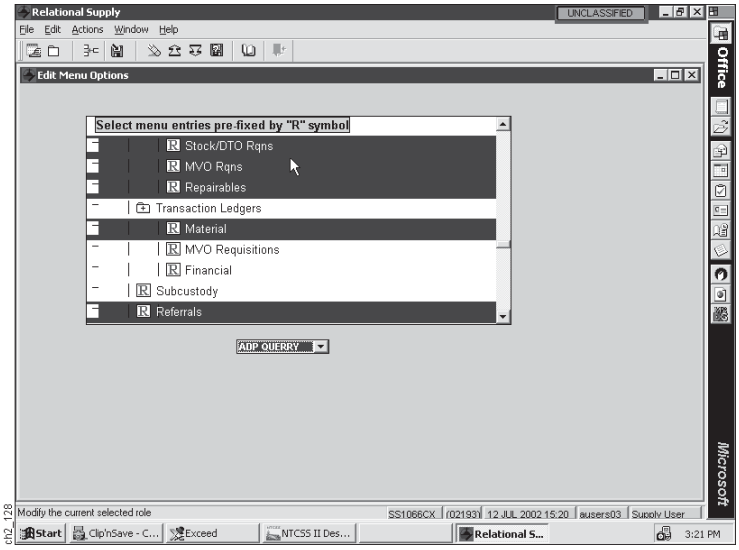

Figure 2-53
(5) **Step 5.** From the Edit Menu Options Screen above (Figure 2-53), select the Insert Option from the Icon Menu Bar to enter a new menu item.